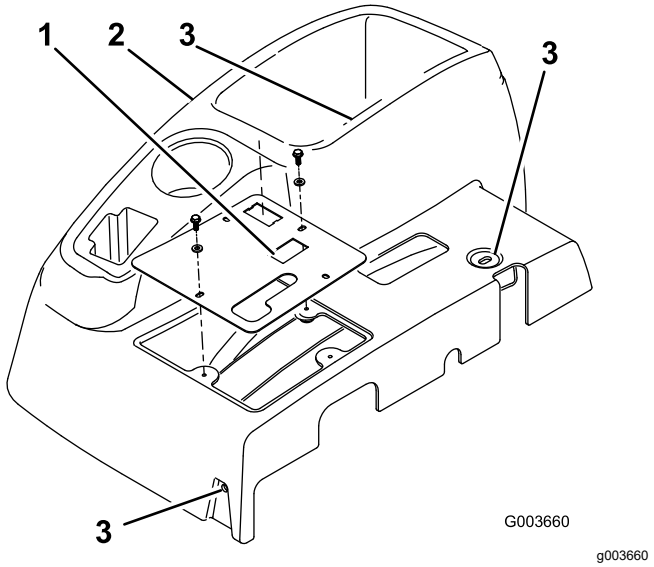

Figura 1
3. Retire las 4 arandelas y pernos que sujetan el panel de control a la consola (Figura 1).
5. Retire el panel de control (Figura 1).
6. Retire los 3 pernos que sujetan la consola al bastidor (Figura 1). Retire la consola levantando con cuidado el borde inferior de la consola alrededor del soporte y deslizándola hacia arriba, más allá de la palanca de freno.